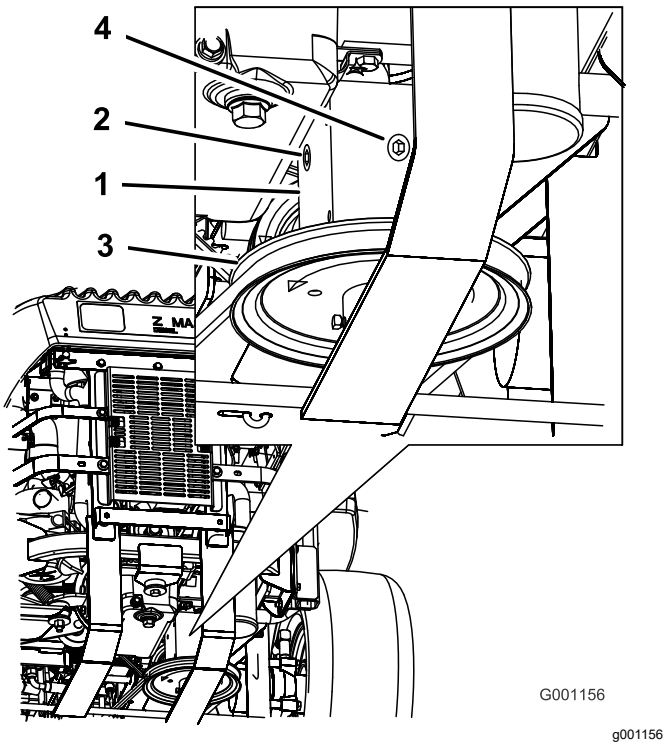

Figur 79
3. Ta bort pluggen på växellådans sida eller baksida (Figur 79).